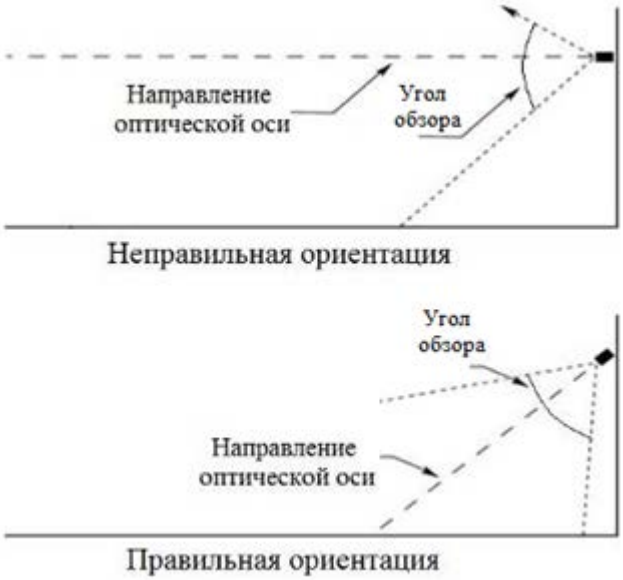

Рисунок 4 − Установка извещателя по отношению к горизонту.
- Извещатель должен быть нацелен на объект по нисходящей под углом к горизонту, по крайней мере, 10 - 20 градусов (см. рис. 4). Такая установка предотвращает скопление влаги на смотровом окне.